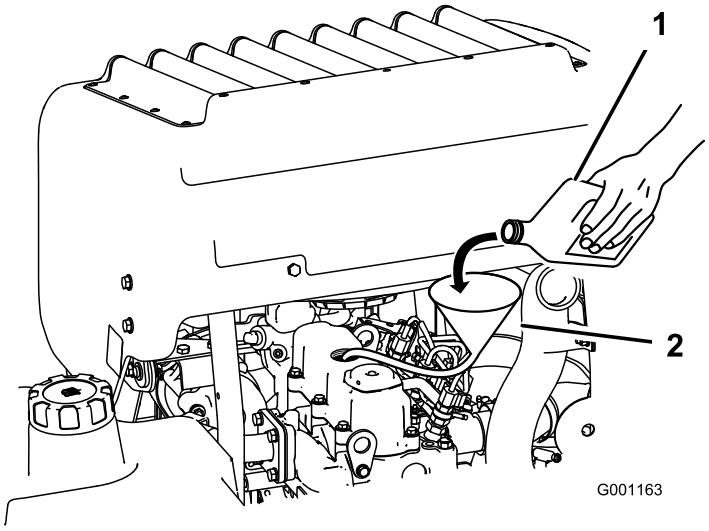

Figur 44
3. Använd en slang och en tratt för att fylla på olja i motorn (Figur 44).